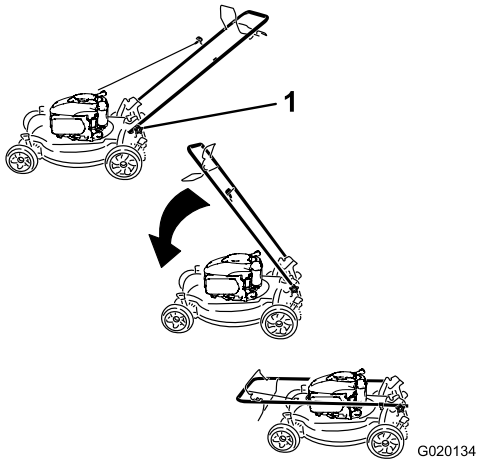

Figur 29
1. Lossa handtagsreglagen tills du kan röra handtaget fritt (Figur 29).
1. Handtagsreglage (2)
2. För handtaget framåt enligt Figur 29.